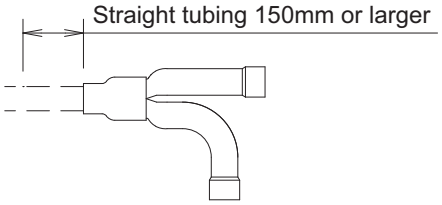

Fig. 2-328
- For branching tubes, install 150mm or larger (including reducer) straight tubing up to the point where the tube branches (or after the point where the tubes join together). (Fig. 2-328)